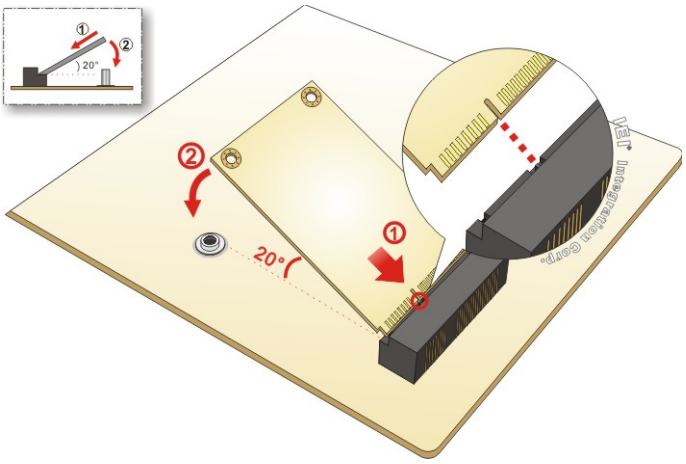

Figure 3-3: Inserting the Full-size PCIe Mini Card into the Slot at an Angle
Step 3: Line up the notch on the card with the notch on the slot. Slide the PCIe Mini card into the socket at an angle of about 20º (**Figure 3-3**).